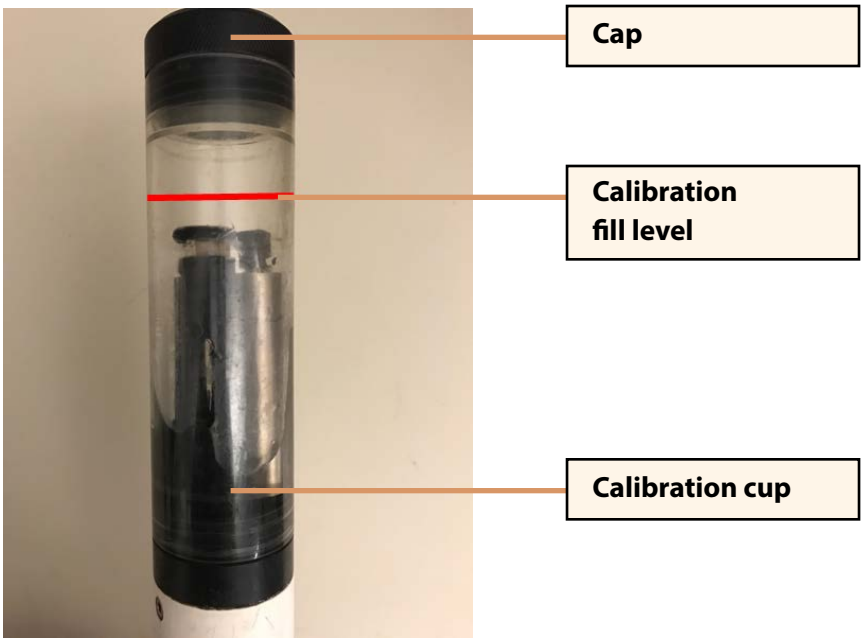

Figure 1: Calibration
6. Fill calibration cup up to line with Specific Conductivity standard (Figure 1). (Avoid introducing bubbles while pouring)